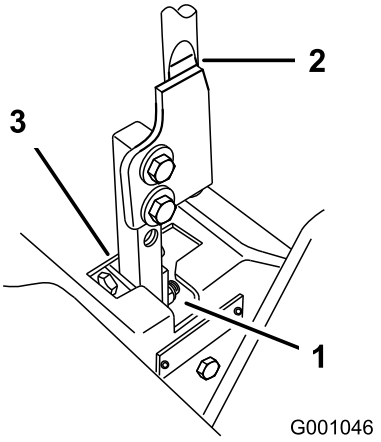

**Figuur 73**
5. Zet de hendel in de neutraalstand zonder deze te vergrendelen (Figuur 73).
6. Trek de hendel naar achteren totdat de gaffelpen (op de arm onder de draaias) contact maakt met het uiteinde van de sleuf (en net druk op de veer begint uit te oefenen) (Figuur 73).
7. Controleer of de hendel de juiste stand heeft ten opzichte van de inkeping in het bedieningspaneel (Figuur 73). De hendel moet in het midden staan zodat deze naar buiten kan draaien en worden vergrendeld in de neutraalstand.